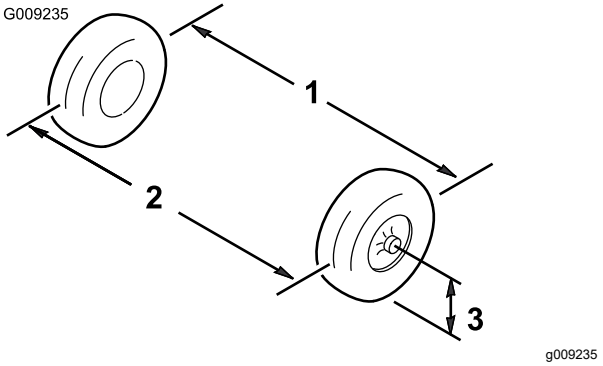

Figur 56
1. Mål afstanden mellem begge fordækkene ved akselhøjden ved både forsiden og bagsiden af fordækkene (Figur 56).